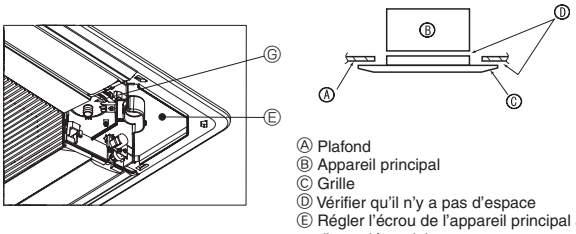

Fig. 9-7
9.4.3. Fixation de la grille (Fig. 9-7)